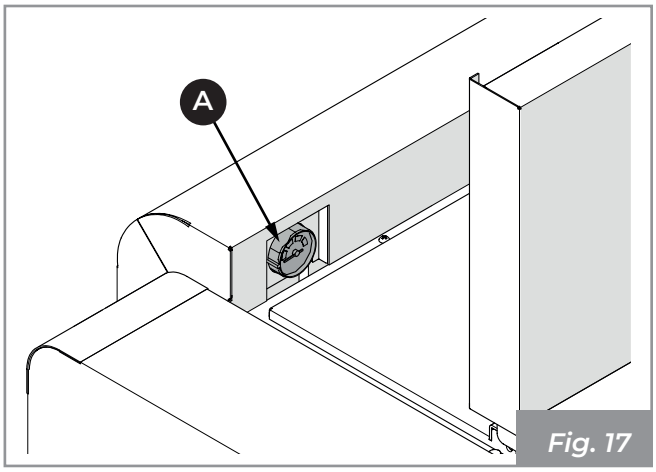
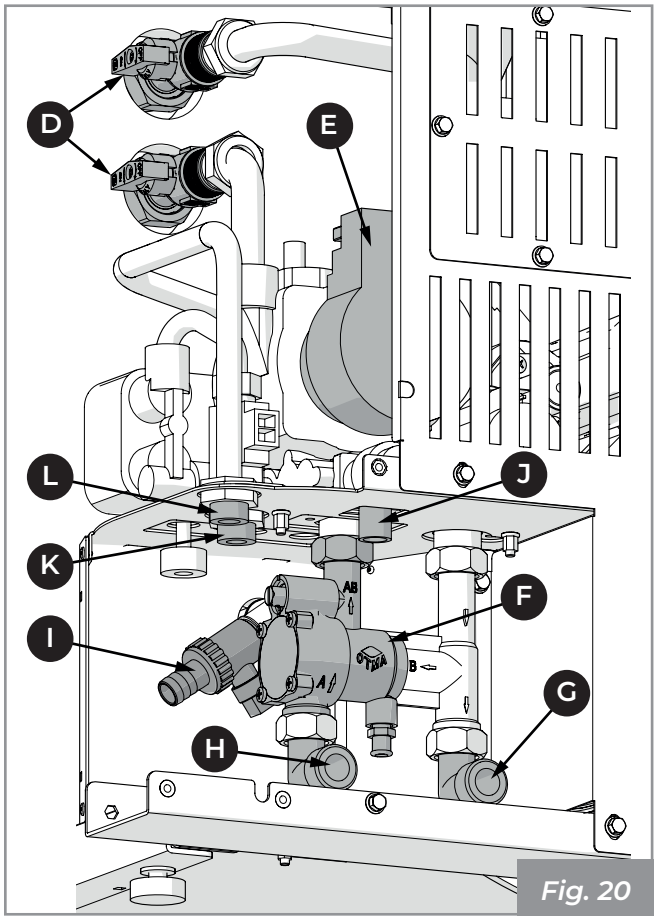

Fig. 17
Fig. 20
6.3.1 Description circuit hydraulique (Fig. 17 ÷ Fig. 20)
6.3.2 Raccordements hydrauliques (Fig. 17 ÷ Fig. 20)